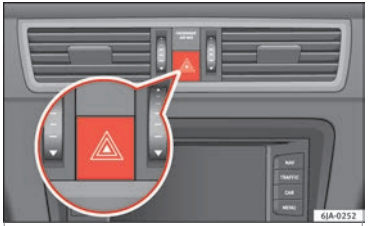

Fig. 133 Instrument panel: switch for hazard warning lights.
– Press the button ⚠ ››› **Fig. 133** to switch the hazard warning lights on or off.